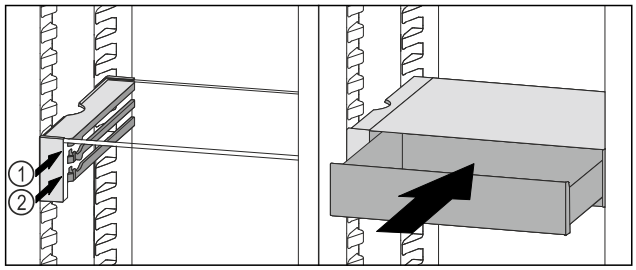

Fig. 121
- ▶ Așezați sertarul VarioSafe în spatele opritoarelor pe nervura dorită *Fig. 121 (1)* sau *Fig. 121 (2)*.